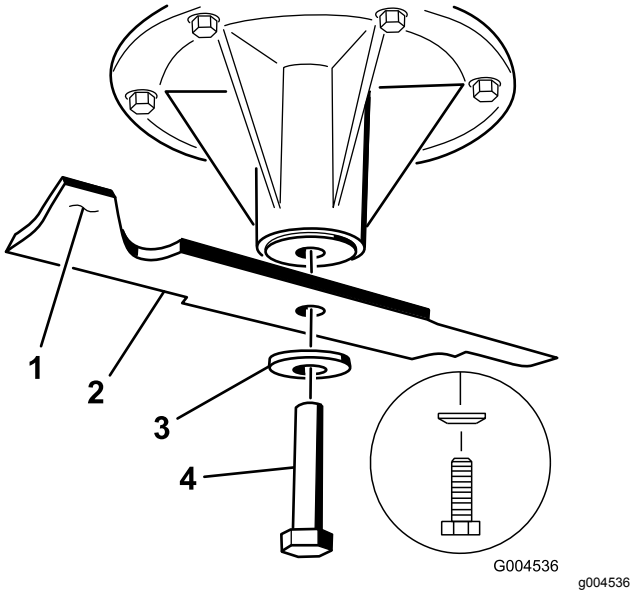

Figuur 100
2. Verwijder de mesbout, de klemring en het mes van de spilas (Figuur 100).
3. Als het mes niet in balans is, moet u wat metaal afvijlen van het uiteinde van de vleugel (Figuur 100).